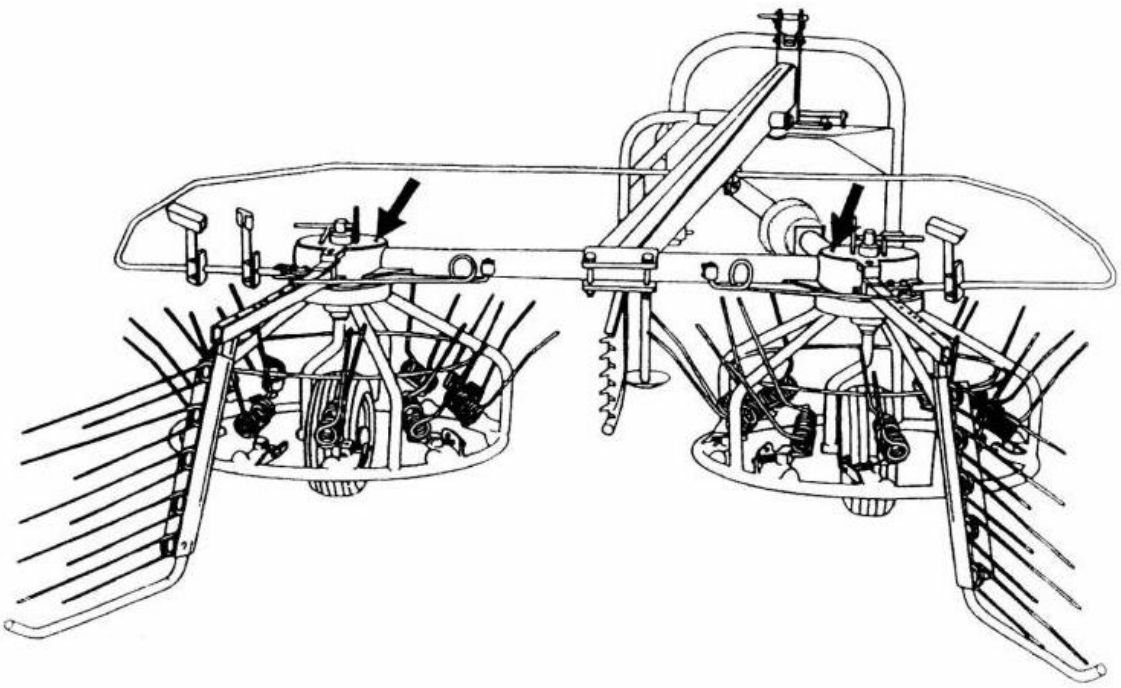

Fig.20
- Durante una stagione lavorativa lubrificare il giroandanatore ogni giorno. Mettere il grasso nei punti mostrati con frecce nella fig.20.
- During a working season lubricate the rake-tedder every day. Put the grease into the points shown with arrows at Fig.20.